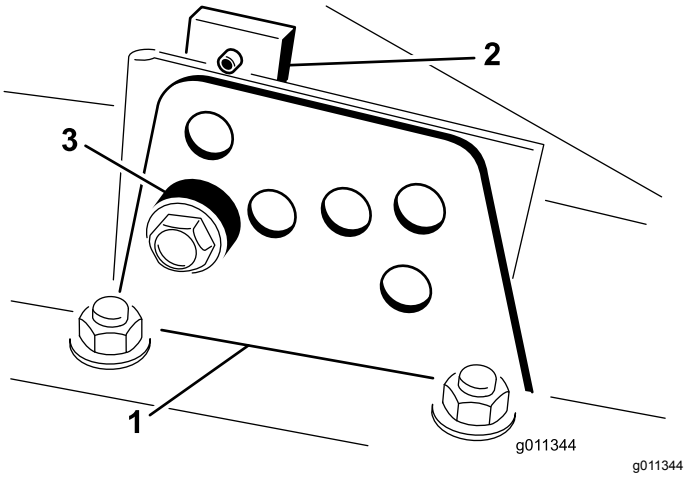

**Figur 7**
2. Lossa skruven som fäster klipphöjdsfästet på klipphöjdsplattan (längst fram och på vardera sida) (Figur 7).